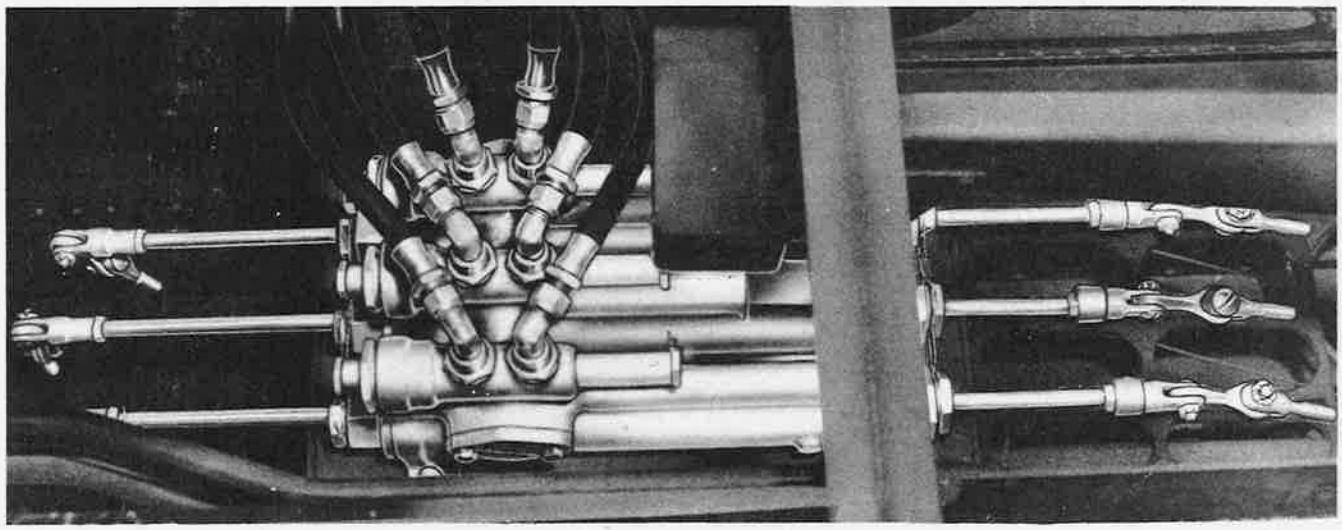

Figure 322—Servo Unit Installed
1. Reverse the removal procedure. The servo unit (figure 322) is mounted with the pipe outlets at the top and the bypass valve bell crank on the left-hand side. The aileron cable attaches to the left piston, the rudder cable to the center piston and the elevator cable to the right piston. The cable from the left arm on the auto pilot engaging lever control shaft in the pedestal connects to the top of the bypass valve bell crank on the servo. The cable from the right arm of the control shaft connects to the bottom of the bell crank. The bell crank turns clockwise to disengage the servo unit and counterclockwise to engage it.